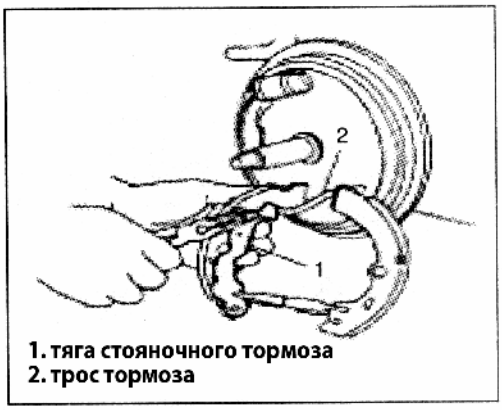

Рис. 633
3) Снимите трос стояночного тормоза со щитка тормоза (Рис. 633). См. процедуру разборки щитка тормоза.